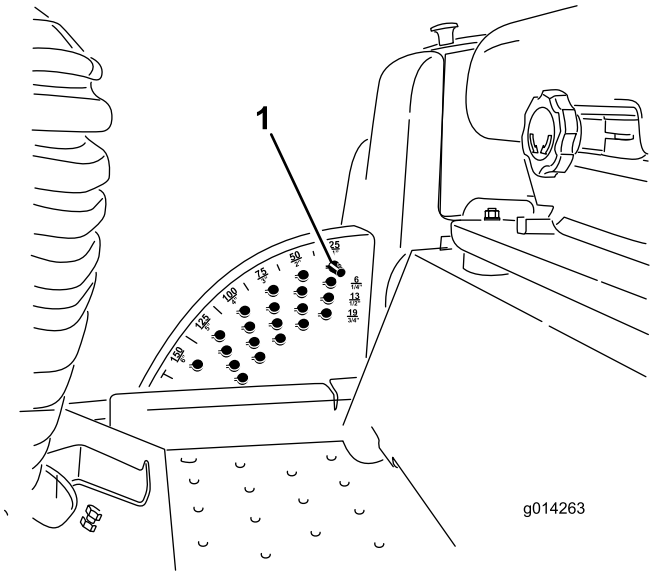

Figuur 16
voor de maaihoogte verwijderen (zie Maaihoogte instellen) en de pen in de 15 cm stand plaatsen (Figuur 16).
1. Laat de motor lopen, druk de hefschakelaar naar achteren totdat het maaidek volledig is opgeheven, en **laat de schakelaar dan onmiddellijk los** (Figuur 16).
2. Om de maaihoogte in te stellen, moet u de aanslagpen draaien totdat de stomp ervan op een lijn staat met de gleuven in de openingen in de maaihoogtebeugel, en verwijderen (Figuur 16).
3. Kies de opening in de maaihoogtebeugel die correspondeert met de gewenste maaihoogtestand, en steek de pen daarin (Figuur 16).
Opmerking: Er zijn vier rijen met openingen (Figuur 16). In de bovenste rij vindt u de maaihoogte die staat aangegeven boven de pen. De tweede rij is voor de aangegeven maaihoogte plus 6 mm. De derde rij is voor de aangegeven maaihoogte plus 12 mm. De onderste rij is voor de aangegeven maaihoogte plus 18 mm. Voor de 15,8 cm is slechts één opening, die zich in de tweede rij bevindt. Hiermee wordt de 15,8 cm stand niet verhoogd.